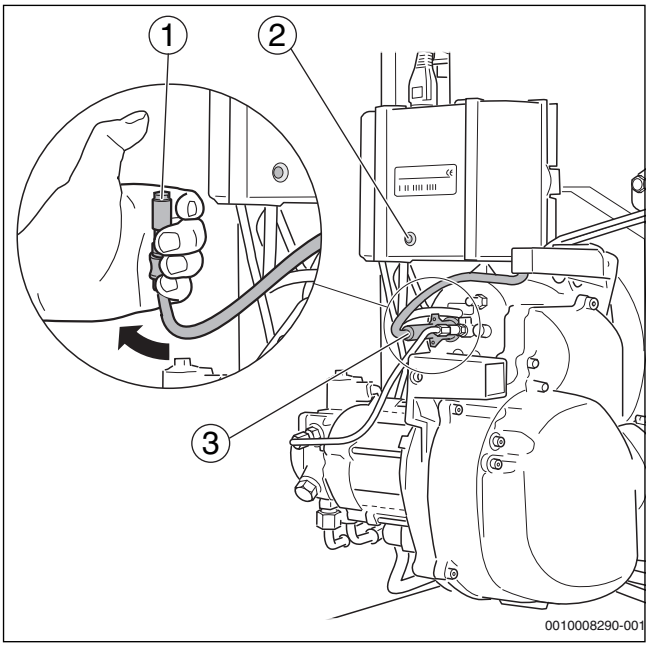

*Bild 41 Flammenfühler auf Funktion prüfen*
- ▶ Flammenfühler bei laufendem Brenner am vorgesehenen Griff aus der Halterung ziehen (→Bild 41, [3])
- ▶ Flammenfühler gegen Licht halten (→Bild 41, [1]). Es muss nach Wiederanlauf eine Störabschaltung erfolgen.
- ▶ Nach einer Wartezeit von ca. 30 Sekunden den Feuerungsautomat durch Drücken der Reset-Taste (→Bild 41, [2]) oder der Reset-Taste am Regelgerät entriegeln.